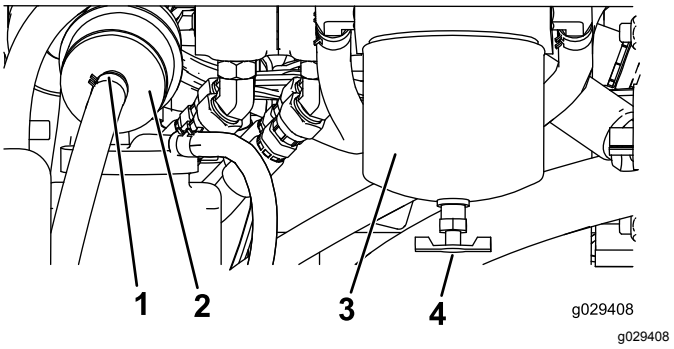

**Figuur 47**
4. Het brandstoffilter bevindt zich aan de achterzijde van de motor (Figuur 47). Plaats er een opvangbak onder.
4. De brandstoffilters bevinden zich aan de rechterzijde van de motor (Figuur 47). Plaats er een opvangbak onder.
5. Reinig de omgeving van de plaats waar de filterbus wordt gemonteerd (Figuur 47).
6. Verwijder de filterbus en reinig de plaats waar deze wordt gemonteerd (Figuur 47).
9. Monteer de filterbus met de hand totdat de pakking contact maakt en draai deze vervolgens nog een halve slag verder (Figuur 47).
10. Het inlinefilter bevindt zich links van de brandstoffilterbus (Figuur 47). Let op de richting van de pijl op de zijkant van het inlinefilter.
11. Open de klemmen aan de uiteinden van het inlinefilter en schuif de slangen eraf (Figuur 47). Gooi het filter weg.
12. Schuif de slangen over het uiteinde van een nieuw filter (Figuur 47) en zorg ervoor dat de pijl op het filter naar de motor of de elektrische brandstofpomp wijst.